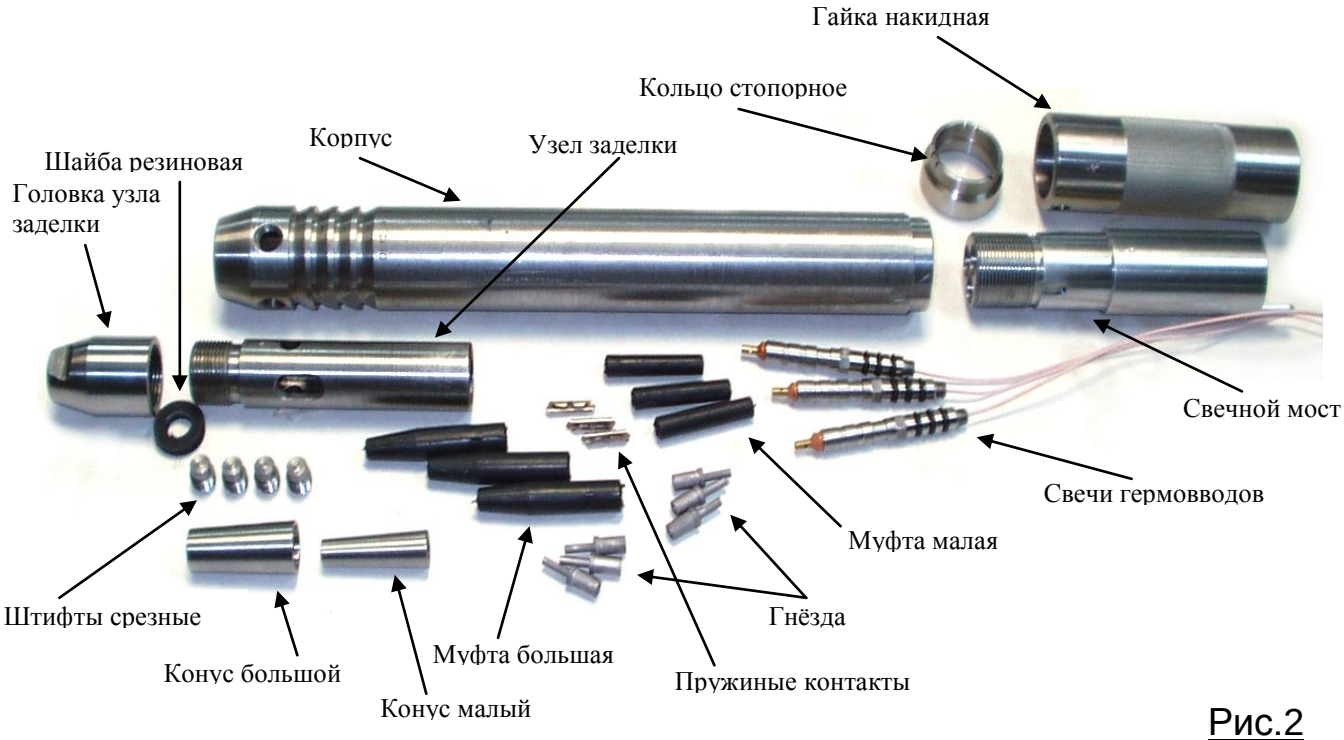

Рис.2
- Устройство наконечников представлено на рис.2, 3.